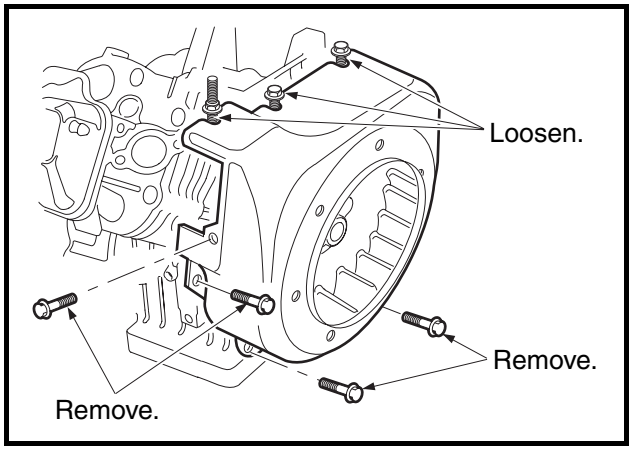

Figure 13-8 Flywheel Housing
1. Loosen three screws and remove the remaining four screws attaching the flywheel housing as shown, then remove the housing **(Figure 13-8, Page 13-7).**